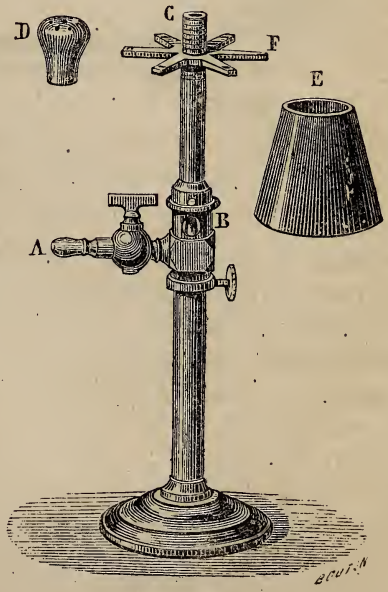

Fig. 24.
82. **Chalumeau de Bunsen** (1). — Le chalumeau de Bunsen est un chalumeau qui est alimenté par un courant de gaz de l'éclairage. Il se compose (fig. 24) d'un tube métallique CB, terminé à la partie supérieure par un support F, sur lequel on peut fixer la pomme d'arrosoir D, ou le chapeau conique E, selon la flamme que l'on veut produire. En A on adapte un tube en caoutchouc qui amène le gaz de l'éclairage dans le tube BC. On enflamme le gaz en C. Une enveloppe en B, qui peut se mouvoir, sert à boucher à volonté une petite ouverture qui permet à l'air